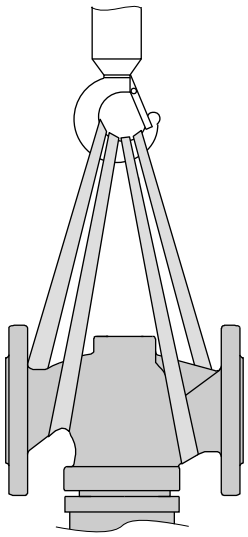

Fig. 9 : *Représentation schématique des points de levage sur le régulateur*
⇨ Utiliser un crochet doté d'une fermeture sécurisée pour supporter l'appareil afin d'empêcher les dispositifs d'arrimage de glisser hors du crochet au cours du levage et du transport, cf. Fig. 9.
1. Fixer une élingue sur chaque bride du corps et sur le support (p. ex. crochet) de la grue ou du chariot élévateur, voir Fig. 9.